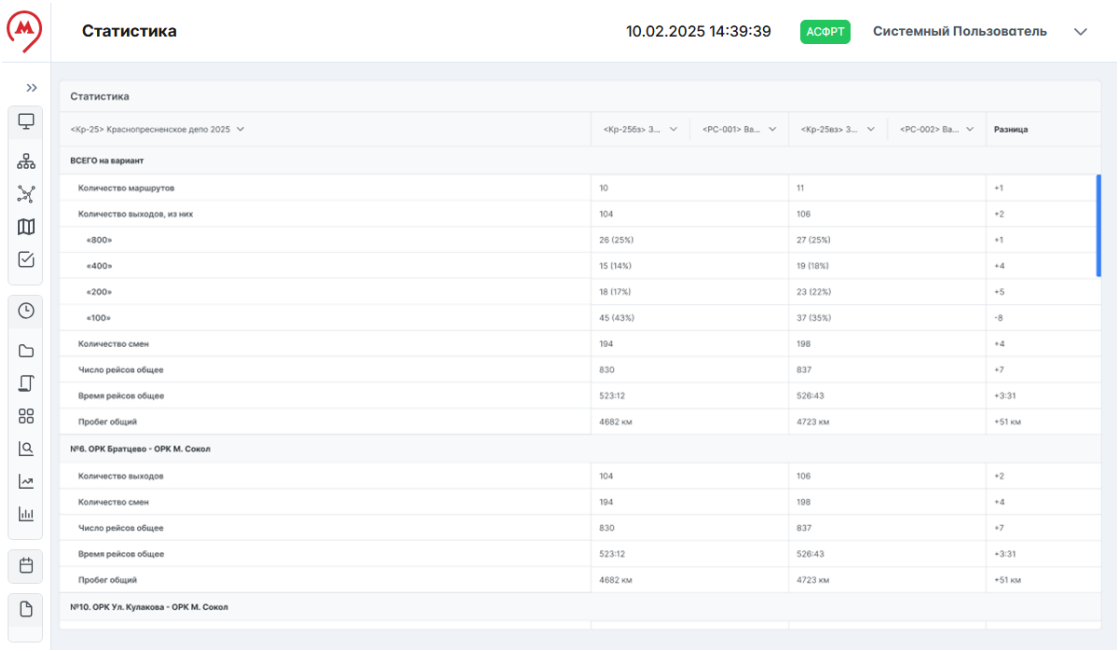

Рисунок 258 – Страница "Статистика". Статистика загружена
5. Выбрать вариант второго сценария расписания для сравнения, нажав сначала на ⌄ во втором поле "Вариант" и далее на требуемый вариант из доступного списка. В таблицу загрузятся данные для сравнения (рисунок 258).